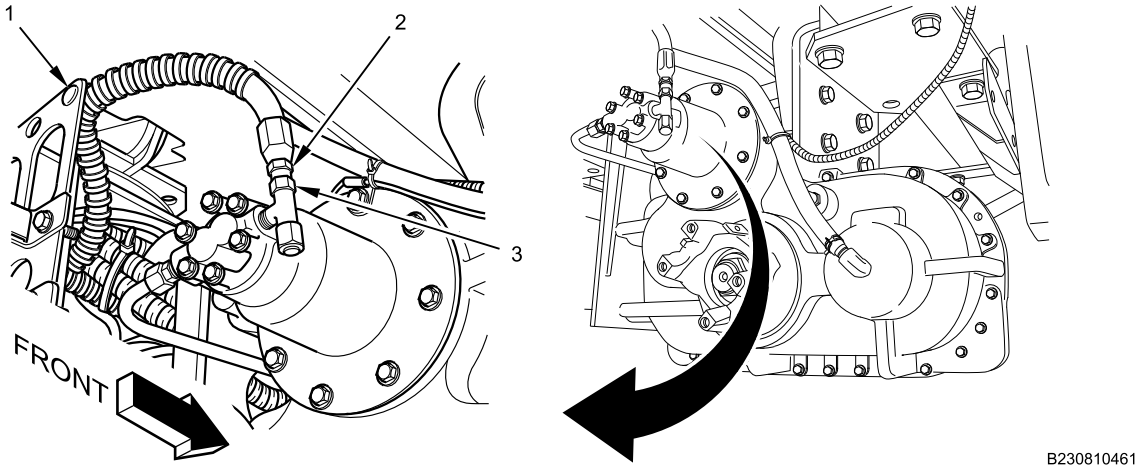

Figure 6. Rear of Transfer Case.
9. Disconnect rear transfer case oil cooling hose (Figure 6, Item 2) from transfer case fitting (Figure 6, Item 3). Plug end of hose. Leave transfer case oil cooling hose connected to clamp (Figure 6, Item 1).